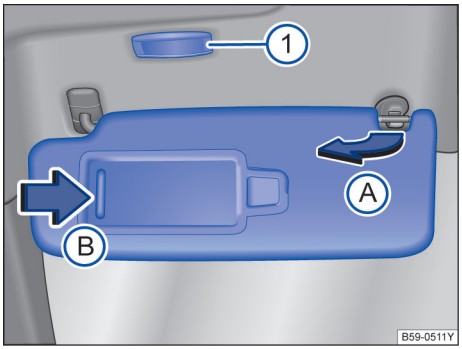

图 84 遮阳板
– 用一只手按压旋转轴的一端，用另一只手的拇指按压卡扣的上端，并用其它的手指将遮阳板倾斜上抬，并缓缓取出，否则容易造成上方固定点的损坏 → 图 84Ⓐ。